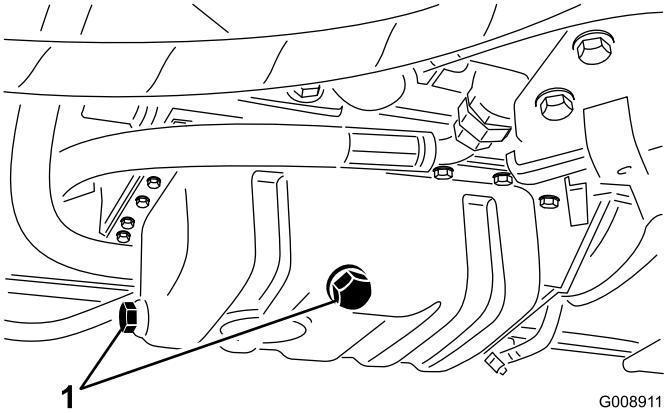

**Figur 61**
1. Fjern en af aftapningspropperne (Figur 61) og lad olien løbe ned i dræningsbakken. Når olien holder op med at løbe, skal aftapningsproppen sættes på plads.